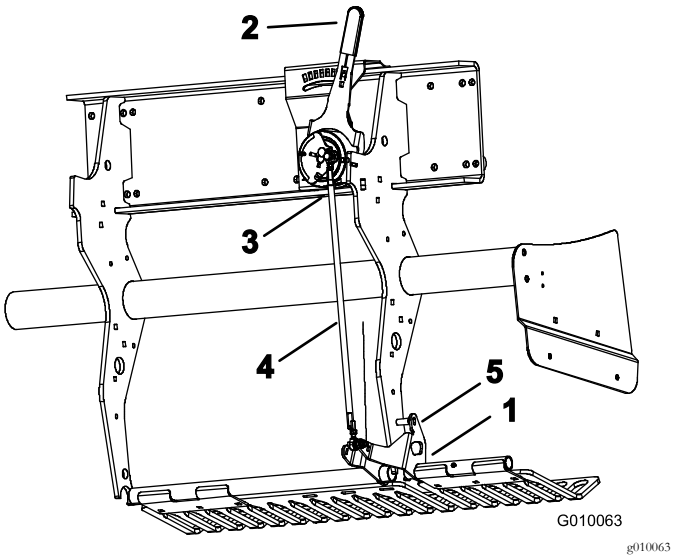

**Figur 58**
2. Drei festebraketten til venstre verneplate (Figur 58) opp til en låsestift (5/16 borestang eller bolt) kan føres inn mellom braketten og dybdeinnstillingsrøret som er sveiset på rammen.
3. Flytt pipedybdespaken (Figur 58) til H-innstillingen (dypest).
4. Koble utenbords kulebryteren (Figur 58) fra ledningsfastspenneren (hode lavt-bryteren).
5. Løsne låsemutterne (venstre og høyre) på dybdejusteringens parallellstag (Figur 58).